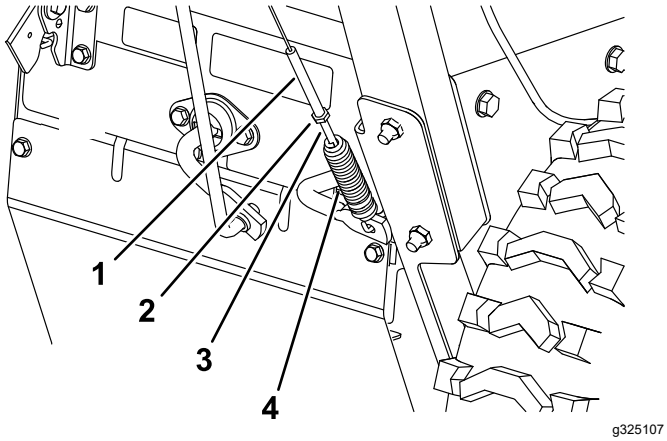
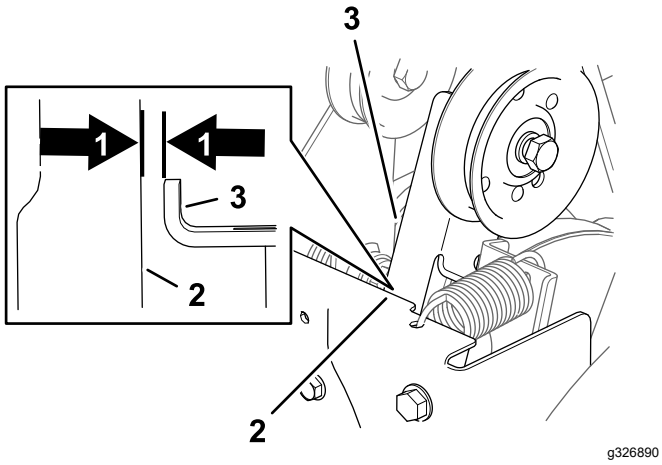

**Figur 40**
**Figur 41**
1. Løsn kontramøtrikken (Figur 40).
2. Roter fjederspændingsjusteringen, indtil afstanden måler 1,5 mm mellem stellet og kostens koblingsarm (Figur 40 og Figur 41).
3. Spænd kontramøtrikken (Figur 40).